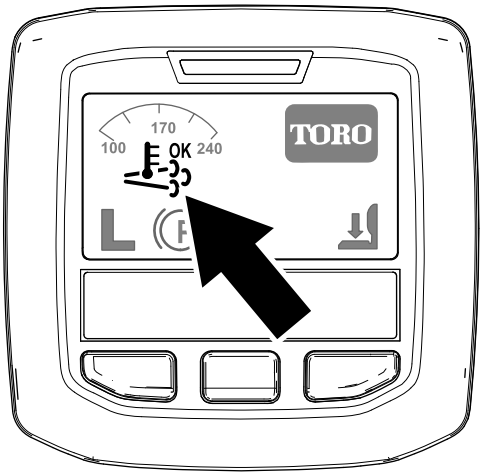

Figur 24
- Ikonet for assister/nulstil-regenerering vises i infocenteret (Figur 24).